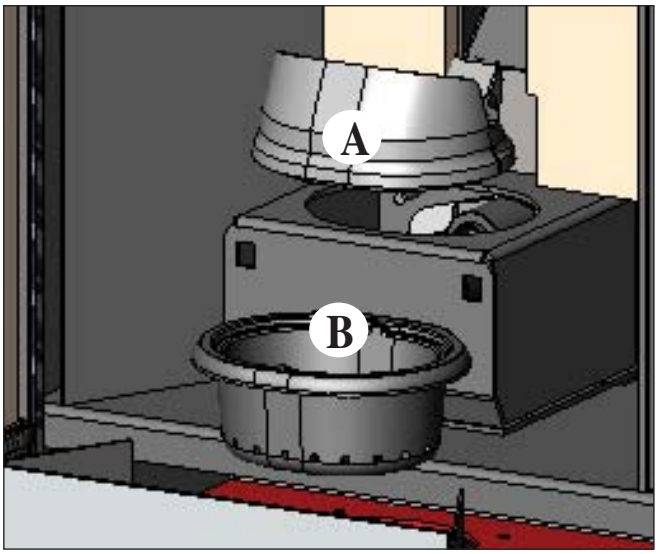

Abb. 1
Nach der normalen Reinigung kann die NICHT ORDUNGSGEMÄSSE MONTAGE des oberen Tiegelteils (A) (Abb. 1) **auf dem unteren Tiegelteil (B)** (Abb. 1) **den Betrieb des Heizkessels beeinträchtigen.**